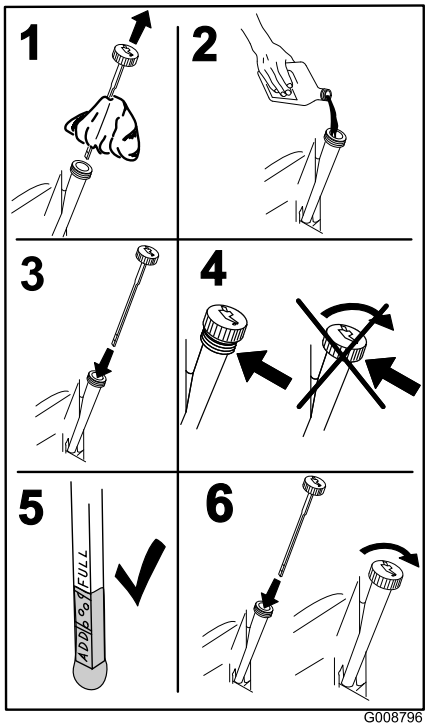

**Figur 38**
5. Slå langsomt cirka 80 % av den spesifiserte oljen ned i påfyllingsrøret, og tilfør sakte resten av oljen til den når **Full**-merket (Figur 38).